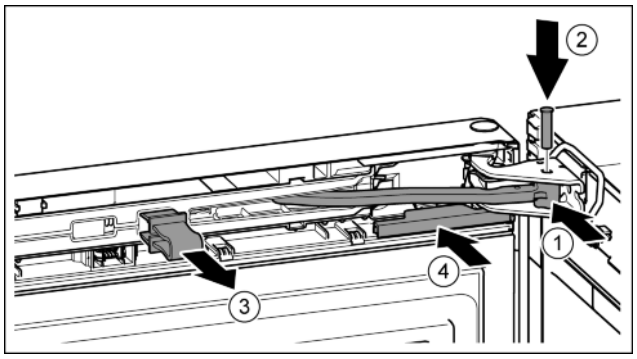

Fig. 45
- ▶ Turn the hinge in the bearing bracket. *Fig. 45 (1)*
- ▶ Insert the bolt in the bearing bracket and hinge. Make sure that the catch mechanism is sitting correctly in the groove. *Fig. 45 (2)*
- ▶ Remove the locking device. *Fig. 45 (3)*
- ▶ Slide on the cover. *Fig. 45 (4)*